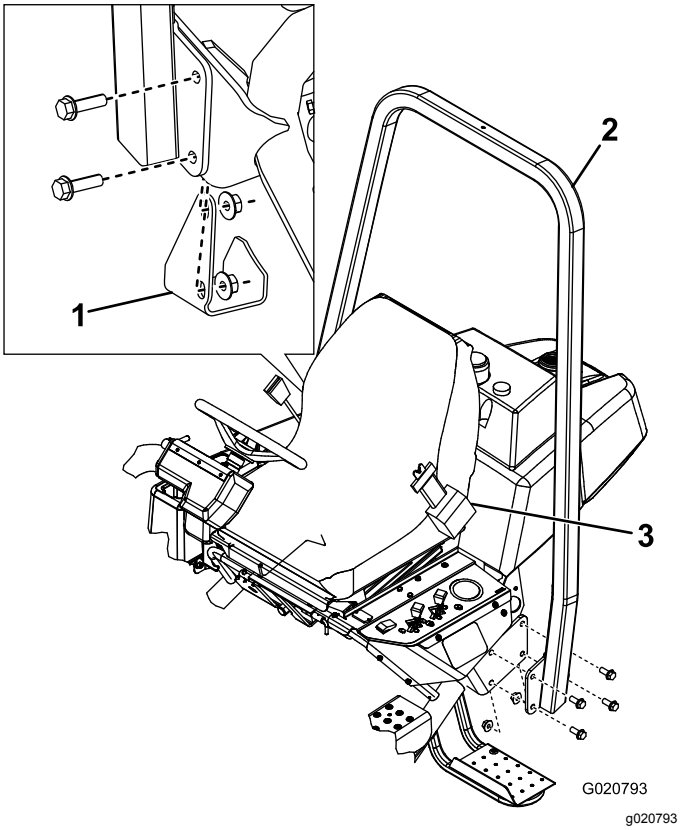

**Figur 6**
2. Sänk ned vältskyddets ram (Figur 6) på monteringsfästena och passa in den efter monteringshålen.